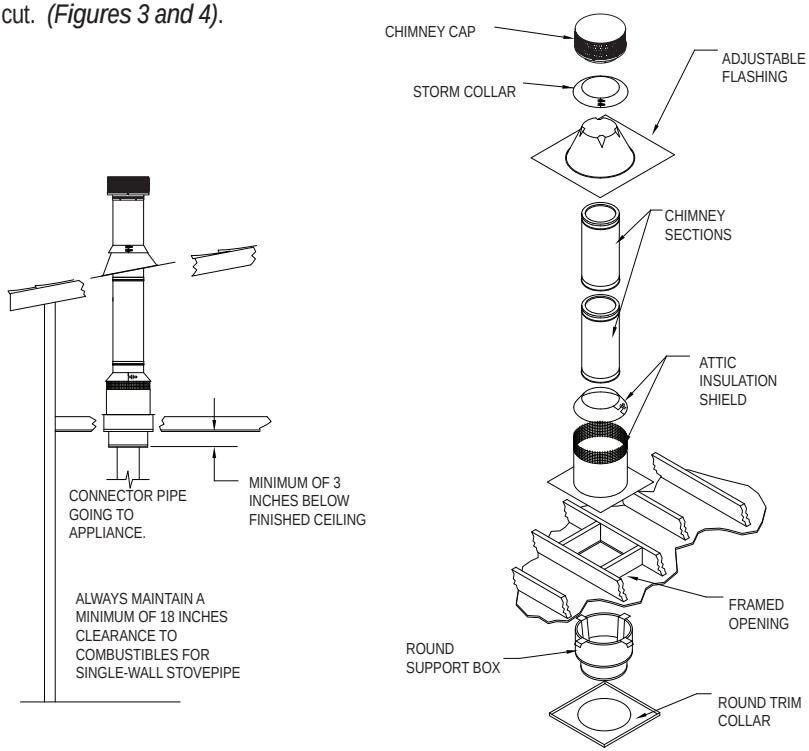

Figure 3
2. Frame Support Opening: Drop a plumb bob to the center of the appliance’s flue outlet and mark this center point on the ceiling. Refer to Table 2 for specific framing and clearance dimensions. Mark appropriate cutting lines around the center point. Cut a square hole in the ceiling for the Support Box. Frame a level, square opening centered over the hole which you have cut. *(Figures 3 and 4)*.